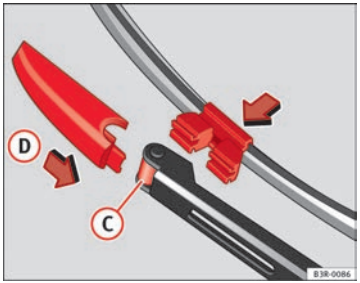

Abb. 174 Wischerblatt befestigen ▶
– Das neue Wischerblatt in die Aufnahme des Scheibenwischerarms ⇒ Abb. 174 (C) einsetzen.
– Schieben Sie das Verriegelungsstück am Wischerblatt in Pfeilrichtung (D), bis es spürbar am Wischerarm einrastet.